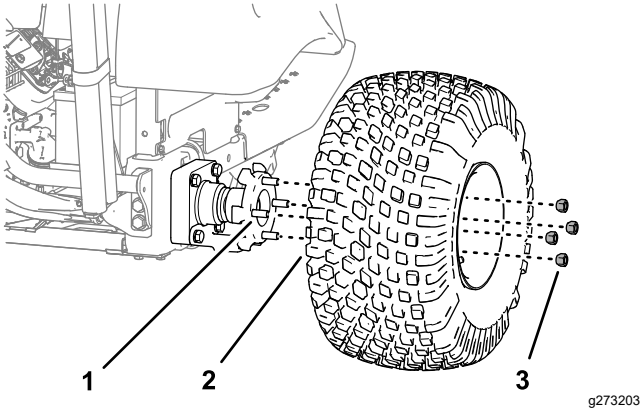

Figur 30
2. Ta bort de fyra hjulmuttrarna som fäster hjulet vid navet och ta bort hjulet och däcket (Figur 30).
7. Montera däcket och hjulet på hjulnavets tappar (Figur 30) med de fyra hjulmuttrar som du tog bort i steg 2 och dra åt muttrarna för hand.